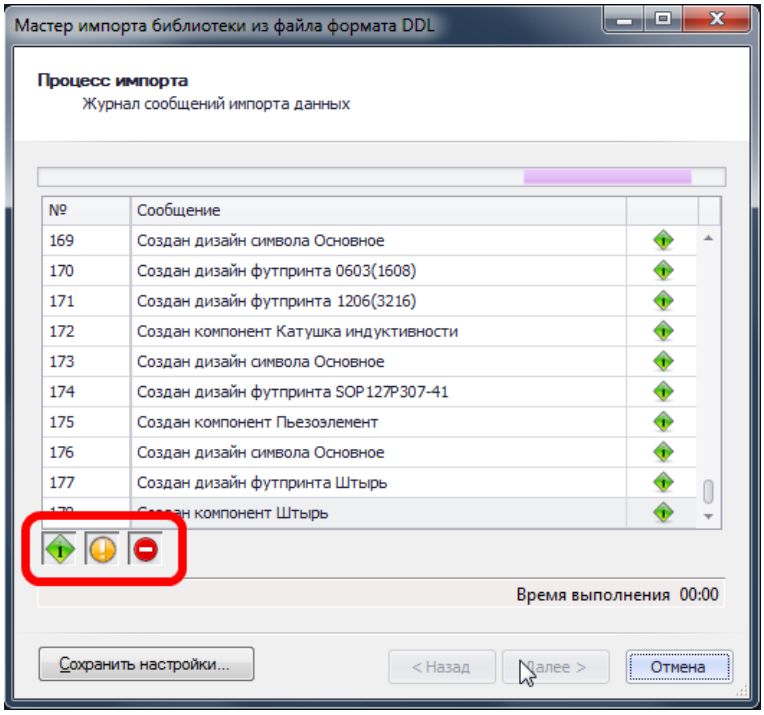

Рис. 106. Процесс импорта библиотеки
7. В следующем окне мастера отображается процесс импорта, см. Рис. 106.
В процессе импорта составляется протокол, который отображается в окне мастера, см. Рис. 106. После завершения импорта данных есть возможность